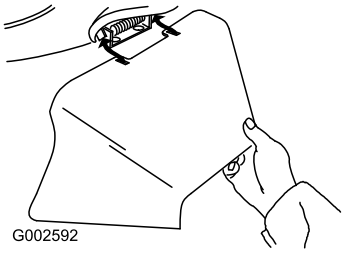

Figura 29
3. Montate il condotto di scarico laterale e chiudete lo sportello sul condotto (Figura 29).